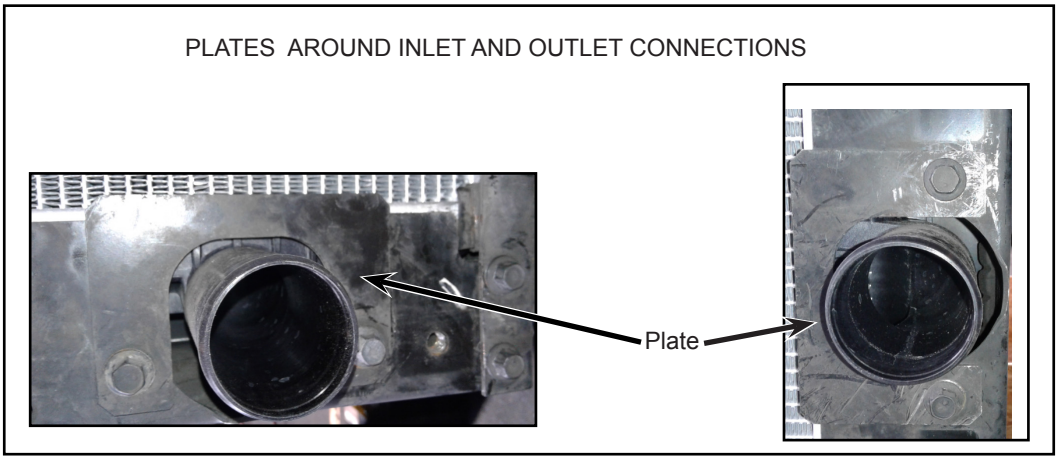

Figure 5 - Typical View of Radiator Frame Disassembly
1.21. Remove the plates around the inlet and outlet connections (see Figure 5).